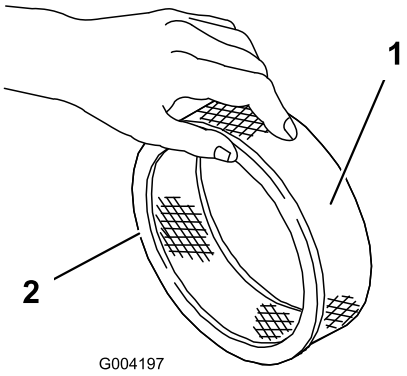

Figuur 45
5. Controleer het filterelement op scheuren, een vettig oppervlak of beschadiging van de rubberen afdichting (Figuur 45).
1. Schuif voorzichtig het schuimfilter van het papierfilter (Figuur 45).